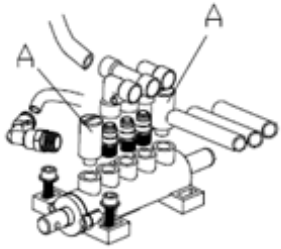

Afb. 13
2. Maak de ventieldempers (A) los die bij het pedaal Klauwen openen en sluiten en het pedaal afduwblad horen; (Afb. 13)